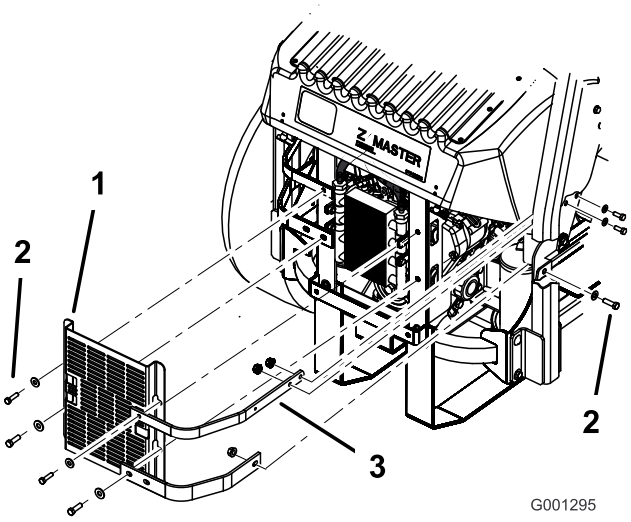

Figur 66
3. Ta bort de fyra bultar som håller fast oljekylarskärmen på den bakre ramen (Figur 66).
4. Ta bort de tre bultar som håller fast motorfästena på maskinens sida (Figur 66).
12. Montera oljekylarskärmen och motorfästena på den bakre ramen med de fyra bultarna som togs bort tidigare (Figur 66).
13. Montera motorfästena på maskinens sida (Figur 66).